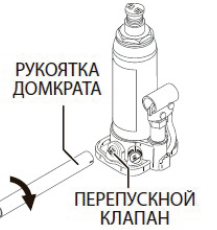

рис.2
4. Закройте перепускной клапан (рис.2), закрутив его по часовой стрелке.